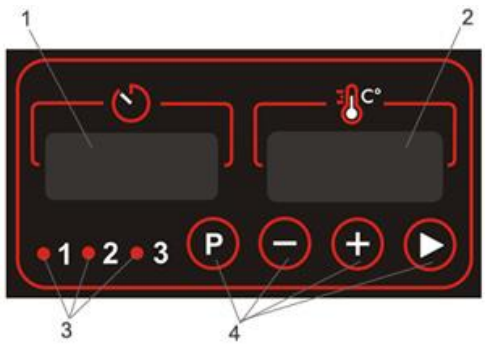

Рис. 3. Панель управления устройством
- На панели управления ванны *(рис.3)* начнет моргать дисплей температуры *2 (рис.3)*, показывая ранее установленное значение.
В рабочем режиме на дисплее *2 (рис.3)* происходит поочередное отображение **установленной** температуры в формате **«t.xxx»** и **текущей** температуры нагрева в формате **«xxx»**.
- Нажмите и удерживайте кнопку ▶– дисплей таймера *1 (рис.3)* начнет моргать. Пока дисплей моргает, установите необходимое время с помощью кнопок **«+»** и **«–»**.